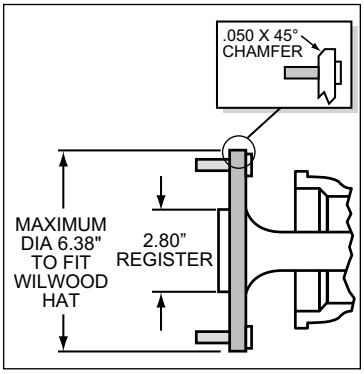

Figure 2. Axle Flange Maximum Dimension
- Axle center register diameter is 2.80”, Figure 2. This kit uses Wilwood’s removable center register adapters. Rotors can either be centered on the axle register, i.e. *register-centric* or centered on the wheel studs, i.e. *stud-centric.* Due to variations in wheel stud final diameters, *register-centric* centering can be a more accurate method of centering the rotor to the axle. Wilwood offers various diameter adapters for purchase in addition to the ones supplied in this kit, see Table 1.
- Maximum axle flange diameter must be no larger than 6.38” w/.050” x 45° chamfer, Figure 2.